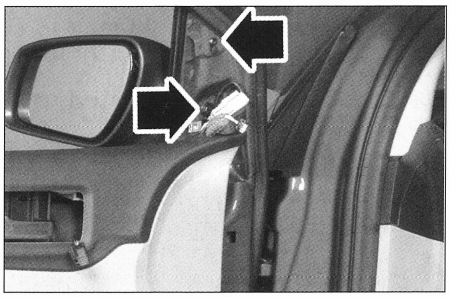

FIG. 68
- los dos tornillos **(fig. 68)** de fijación del retrovisor.